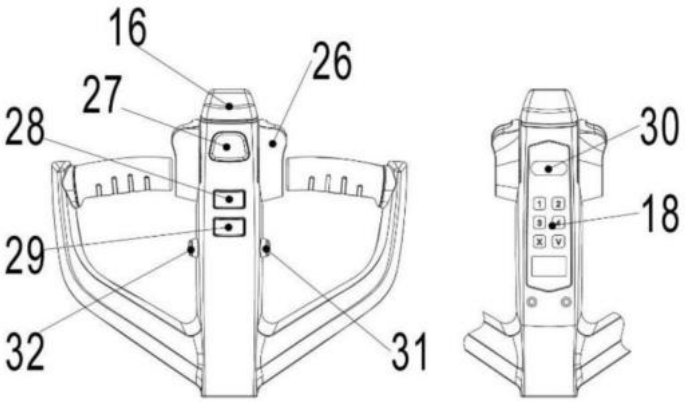
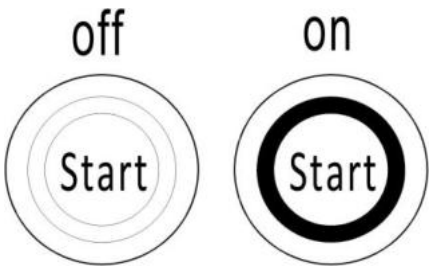
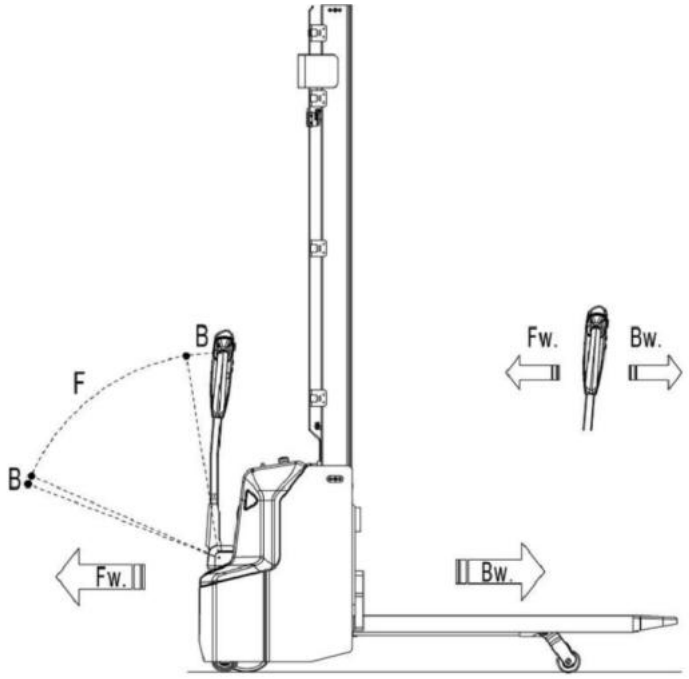

Рис.7: Ручка управления
Рис.8: Кнопка запуска
Рис.11: Направления движения
на PSE12BD: необходимо проверить, что аварийная кнопка (рис.1, поз. 20) отжата, при необходимости аккуратно потяните ее вверх. Затем введите пароль на ПИН-панели и нажмите кнопку «√». Нажмите на кнопку звукового сигнала (рис. 7, поз. 27) для проверки работы предупреждающего сигнала.
на PSE12ND: необходимо проверить, что аварийная кнопка (рис.1, поз. 20) отжата, при необходимости аккуратно потяните ее вверх. Затем нажмите кнопку запуска (рис. 8), на ней загорится зеленый свет. Введите пароль на ПИН-панели и нажмите кнопку «√». Для активации также может быть использована карта доступа RFID. Нажмите на кнопку звукового сигнала (рис. 7, поз. 27) для проверки работы предупреждающего сигнала.
PSE06NCB: для выключения штабелера сначала нажмите кнопку запуска (рис. 8), на ней погаснет зеленый свет, а затем нажмите аварийную кнопку (рис. 1, поз. 20).
Для осуществления подъема груза необходимо полностью подъехать под паллет с грузом, нажать и удерживать кнопку подъема (рис. 7, поз. 28), пока не будет достигнута нужная высота подъема.
При нажатии кнопки подъема вил (рис. 7, поз. 31), грузовые и опорные вилы поднимаются вместе, максимальная высота подъема составляет 120 мм, максимальная грузоподъемность - 1200 кг.
Когда вилы подняты на высоту 120 мм, нажмите кнопку подъема грузовых вил (рис. 7, поз. 28), груз может быть поднят для штабелирования, максимальная высота подъема - 1800 мм (если оборудование предполагается использовать как тележку для поддонов и штабелер одновременно).
Если вилы штабелера находятся в стеллажном пространстве, необходимо осторожно отъехать от стеллажа с паллетом или без паллета. Во время движения необходимо удостовериться, что вилы не задевают стеллаж. Для спуска нажмите и удерживайте кнопку снижения (рис. 7, поз. 29).
После того, как проведен запуск штабелера через ПИН-панель, и аварийная кнопка поднята, переведите ручку управления в рабочее положение («F», рис.11).
Отклоните маховики управления в нужном направлении «вперед» («Fw», рис. 11) или «назад» («Bw», рис. 11).
Контролируйте скорость передвижения с помощью маховиков (рис. 7, поз. 26) для достижения требуемой скорости.
На штабелере имеется кнопка замедленного ("черепашьего") хода для передвижения с пониженной скоростью. Нажмите кнопку замедленного хода (рис. 7, поз. 30) один раз, чтобы включить режим, поверните акселератор для движения на медленной скорости, и нажмите кнопку замедленного хода повторно, чтобы восстановить исходное состояние.
Нажмите кнопку замедленного хода (рис. 7, поз. 30) и удерживайте ее в течение 2 секунд, чтобы активировать функцию движения с ручкой управления, расположенной в вертикальном положении, при работе в ограниченном пространстве. Функция активна только при нажатой кнопке замедленного хода (для снижения скорости); отпускание кнопки замедленного хода приведет к немедленной остановке. Задействование маховиков управления в течение промежутка времени менее двух секунд после нажатия кнопки замедленного хода не приведет к активации функции, цикл активации необходимо повторить с самого начала. Маховики управления должны оставаться в нейтральном положении до истечения двух секунд.
- Переключение маховиков управления (рис. 7, поз. 26) обратно в начальное положение или освобождение маховиков активирует систему торможения. Штабелер тормозит до полной остановки.
- При переключении маховиков управления (рис. 7, поз. 26) из положения «движение в одном направлении» в положение «движение в противоположном направлении», штабелер постепенно тормозит, пока не начнет движение в противоположном направлении.
- Штабелер тормозит, если ручку управления перевести в верхнее или нижнее положение к точкам торможения («B», рис. 11). При отпускании рукоять управления автоматически возвращается в верхнее положение к точке торможения («B», рис. 11). Штабелер будет тормозить, пока не остановится.
- Кнопка противоотката (безопасности) (рис. 7, поз. 16) защищает оператора от получения повреждений и травм. Если эта кнопка включена, штабелер притормаживает и/или начинает движение в противоположном направлении («Bw», рис. 11) на небольшое расстояние и останавливается. Необходимо помнить, что эта кнопка действует, даже если штабелер не едет, но ручка управления находится в рабочем положении.